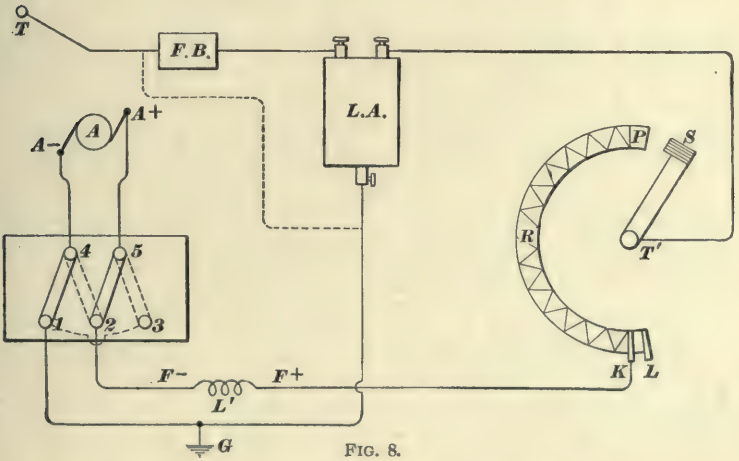
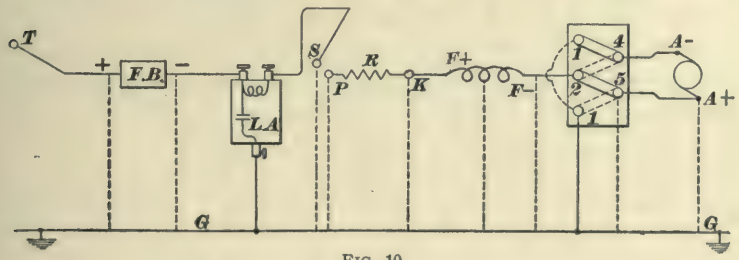

FIG. 8.
FIG. 10.
**28.** When the insulation on a motor, or any of its controlling devices, breaks down, and the trolley current, instead of taking its natural path to earth, passes to the earth through the break-down, the system is said to be grounded, and the fault is called a *ground*. The question of grounds will be taken up in connection with Fig. 8, which, on account of having no loop or shunt, is the simplest to deal with. The complications caused by the introduction of the loop and shunt do not amount to much, but will be talked about later. In Fig. 8 the letters have the same meaning as usual. *F*+ is the
**31. Grounds at Fuse Box.**—Fig. 10 is a diagrammatic sketch of the connections in Fig. 8. The letters are the same in the two figures and they have the same meaning. Fig. 10 is given because in it the path of the current, under the several faulty conditions to be named, is much easier to follow. Suppose a ground to occur on the positive side of the fuse box *F.B.* How will the car act and what will be the effect? If the fault occurs while the car is standing still, and the pole is off, or one of the hood switches open, as soon as the circuit is closed by putting in the switch or putting on